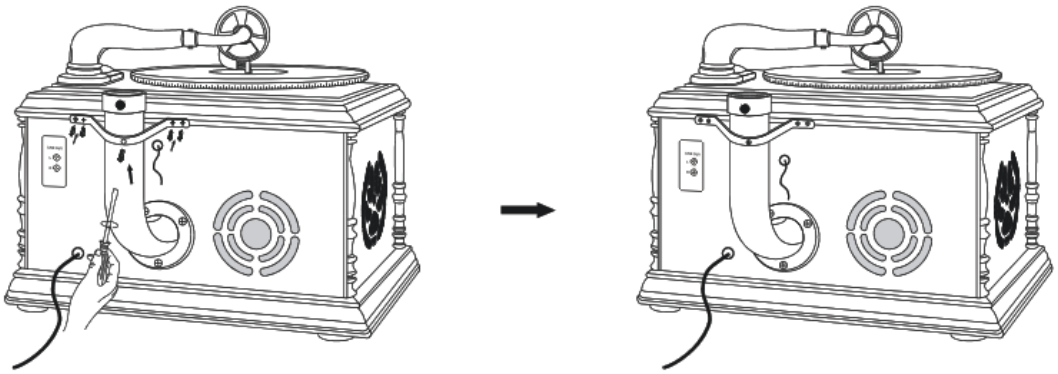

Fig7 Fig8
6.) Look at Fig7. Match the holes on the U-type(B) bracket according with the holes on the TR-W102U host cabinet as shown. Rotate clockwise four screws D(H) into the holes on the sides and one screw B(F) inot the middle and tighten.